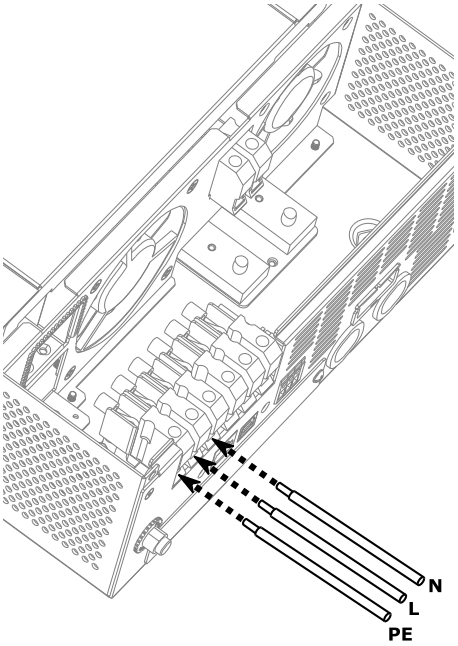
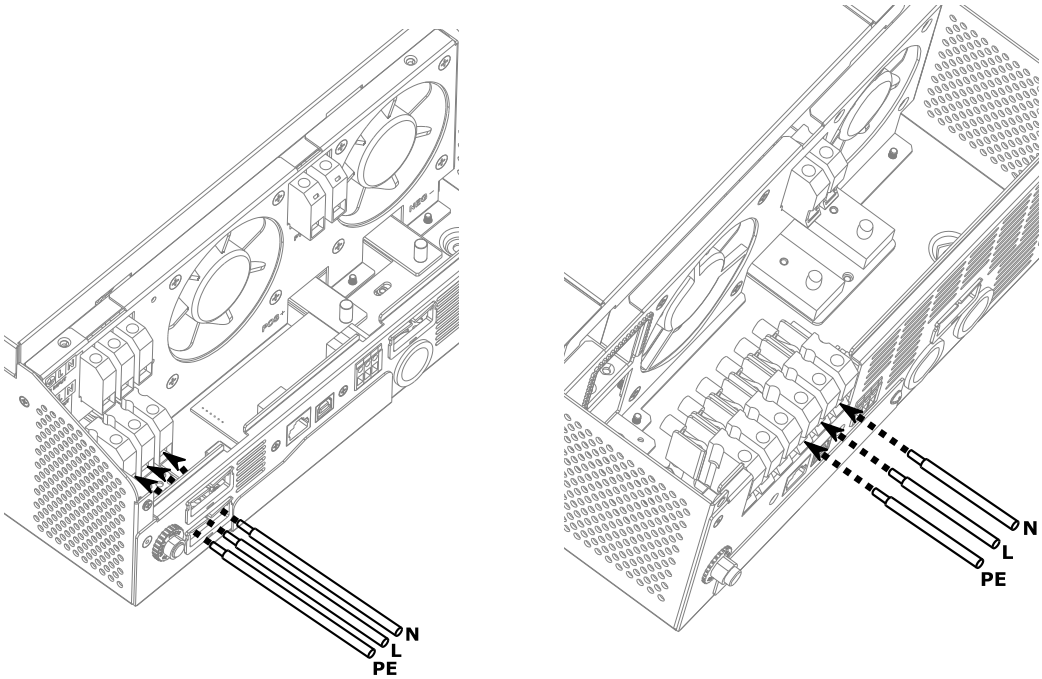

Figure 7: AC Eingang
Figure 8: AC Ausgang
4. Verbinden Sie das PE-Kabel (- Schutzerde) des AC-Eingangs (Abbildung 7) mit der entsprechenden Klemme am Wechselrichter und den PE-Leiter (- Schutzerde) des AC-Ausgangs (Abbildung 8) mit der entsprechenden Klemme am Wechselrichter Wandler. Ziehen Sie die Anschlussklemmen mit einem Drehmoment von 1,2 Nm an.
5. Verbinden Sie die Leiter L (Phase) und N (Neutralleiter) mit den jeweiligen Klemmen AC-Eingang (Abbildung 7) und AC-Ausgang (Abbildung 8). Ziehen Sie die Anschlussklemmen mit einem Drehmoment von 1,2 Nm an.